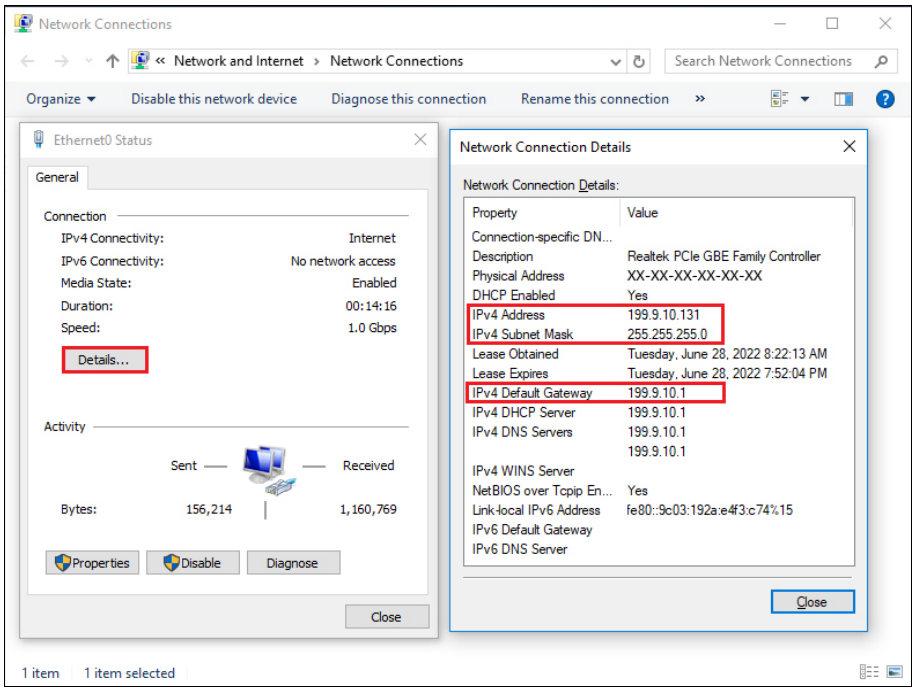

Figure 2-38 Check the LAN Information
2. Check the LAN information. See Figure 2-38.